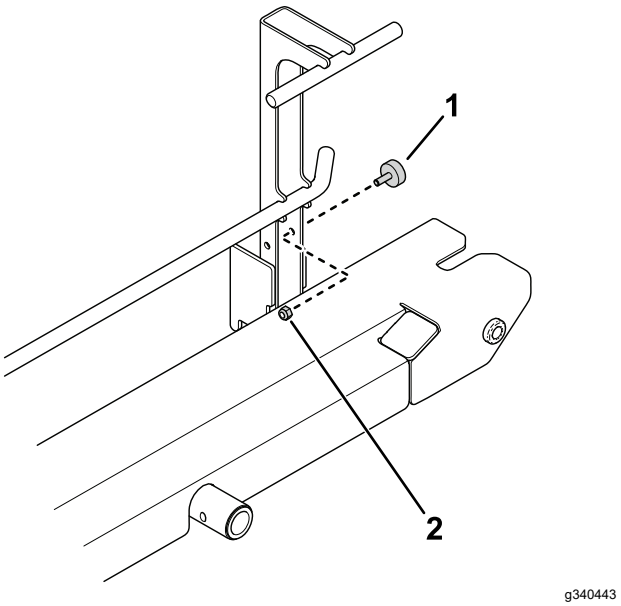

Rysunek 11
3. Za pomocą nakrętki (¼ cala) zamocuj odbój do zespołu najazdu (Rysunek 11).